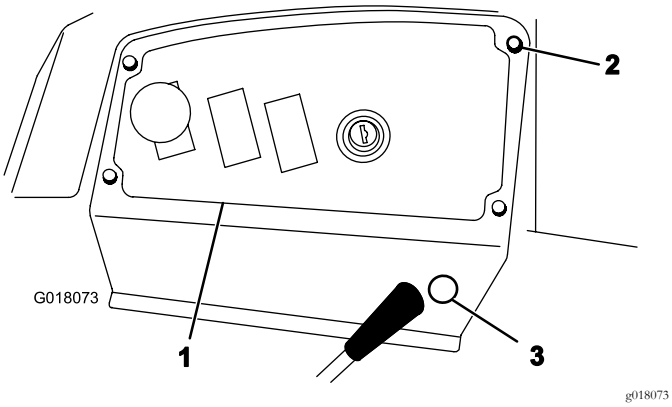

**Figuur 2**
1. Verwijder de 4 handschroeven waarmee het bedieningspaneel is bevestigd (Figuur 2).
6. Verwijder de plug aan de zijkant van het bedieningspaneel (Figuur 2).